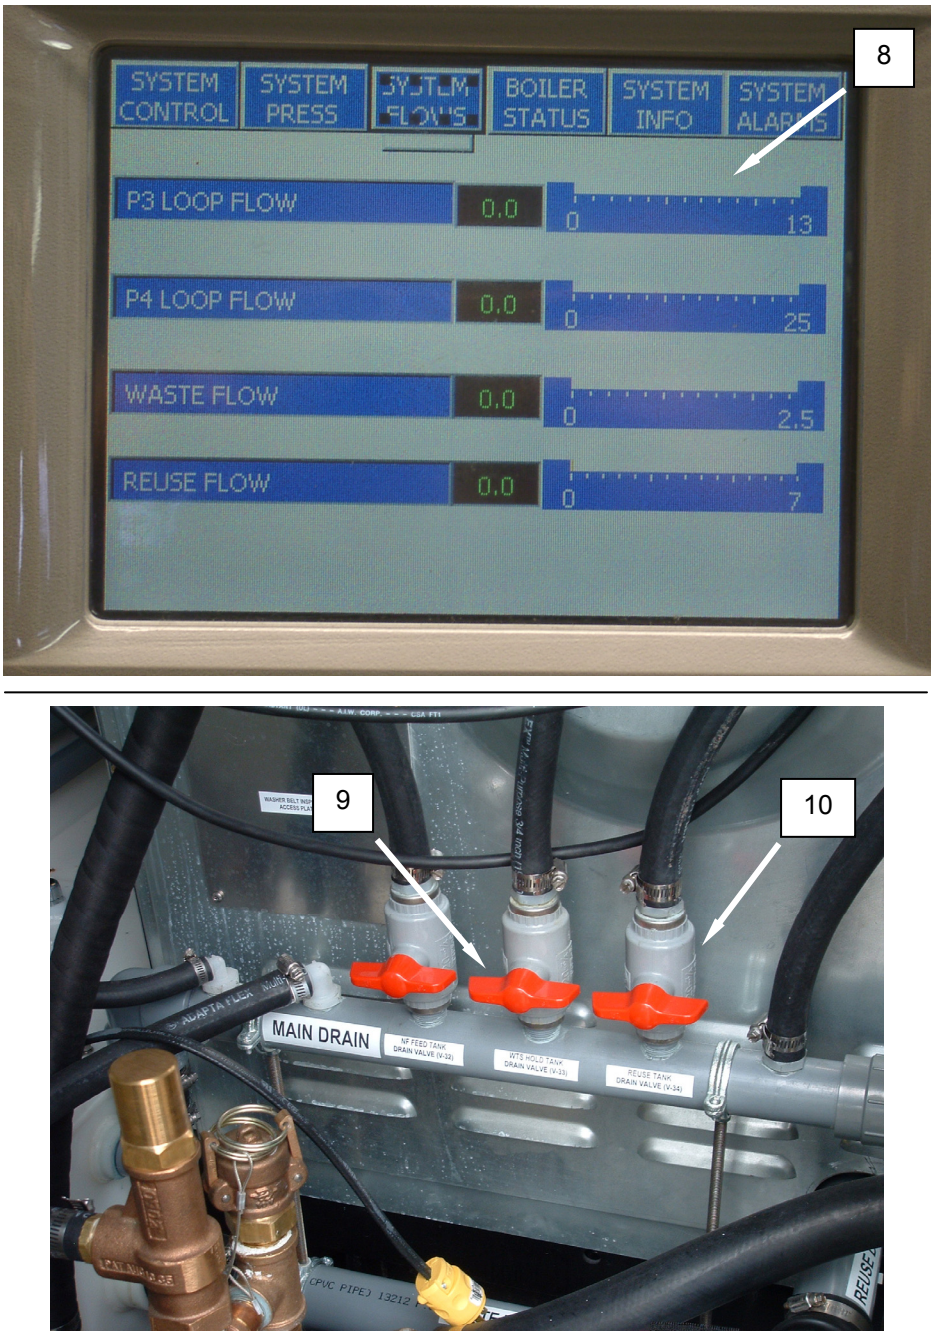

Figure 7. Nanofilter Cleaning Procedure – Drain Tanks.
10. Monitor the operation of Pump P-3 at the PLC **(Figure 7, Item 8)**. When P-3 has shut off and the WTS Hold Tank is empty, open WTS Hold Tank drain valve V-33 **(Figure 7, Item 9)** and Reuse Tank Drain Valve V-34 **(Figure 7, Item 10)**.